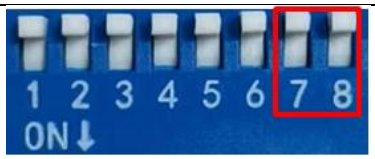

图 5.5 无感启动负载设置拨码开关图
- 断开驱动器电源，根据表 5.2 把拨码开关 SW7、SW8，如图 5.5 所示，设定在对应位置。